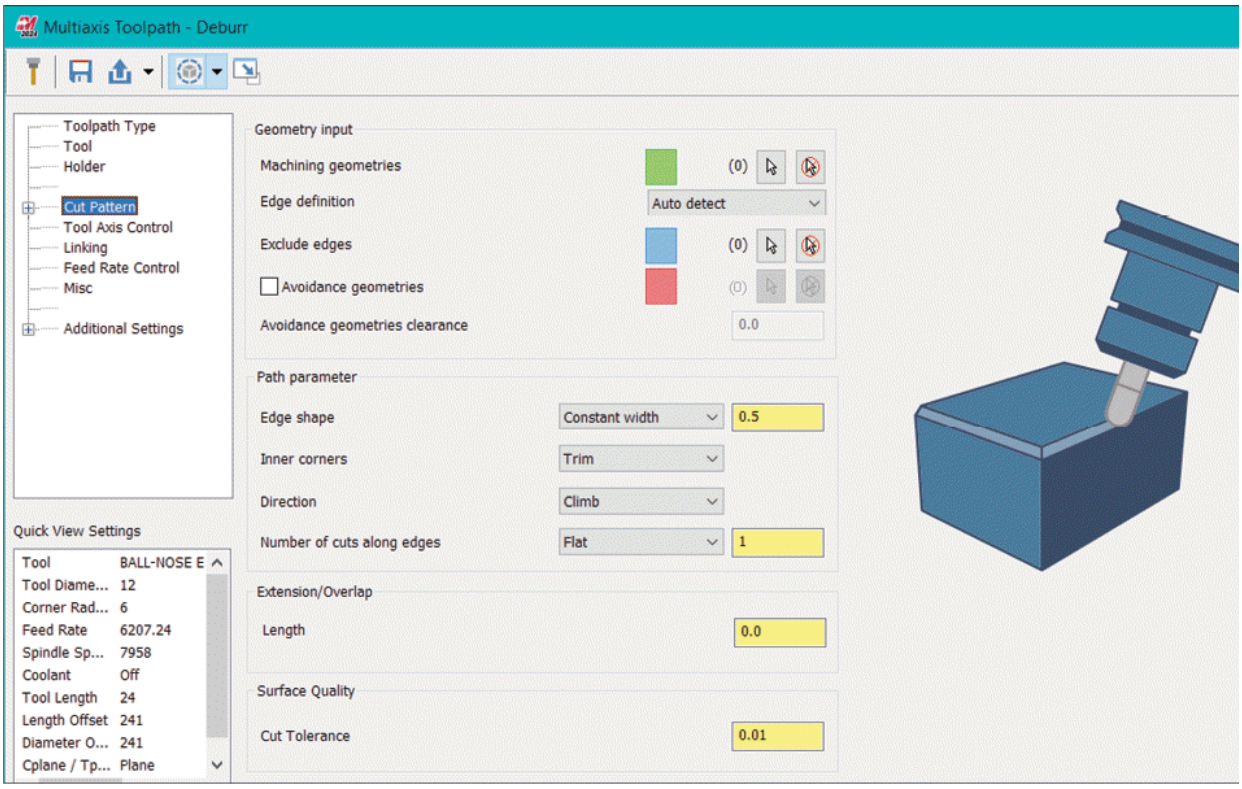

Figure-44. Cut pattern options for Deburr toolpath
- Click on the **Cut Pattern** option from left area. The options in this page will be displayed as shown in Figure-44.